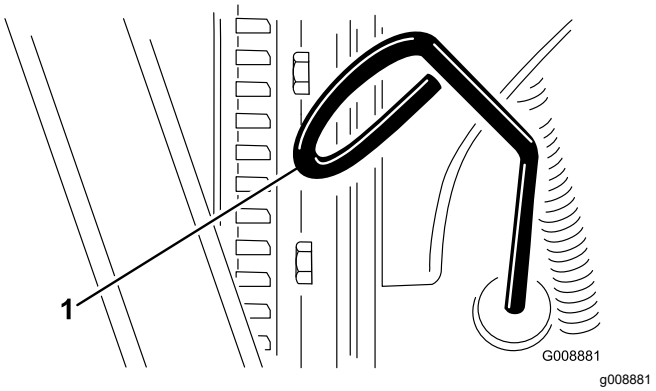

**Figur 25**
2. Ta ut oljestickan (Figur 25) och torka av den med en ren trasa.